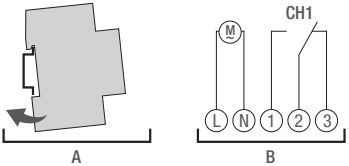

Rys. 4: Montaż na szynie DIN i schemat połączeń
1. Nałożyć zegar sterujący rozdzielacza od góry na szynę DIN (rys. 4/A) i przycisnąć go do tyłu aż do zatrzaśnięcia.
2. Zamontować zegar sterujący rozdzielacza zgodnie ze schematem połączeń (rys. 4/B) (stosować przewody o przekroju poprzecznym pomiędzy 1 mm² a 2,5 mm²).